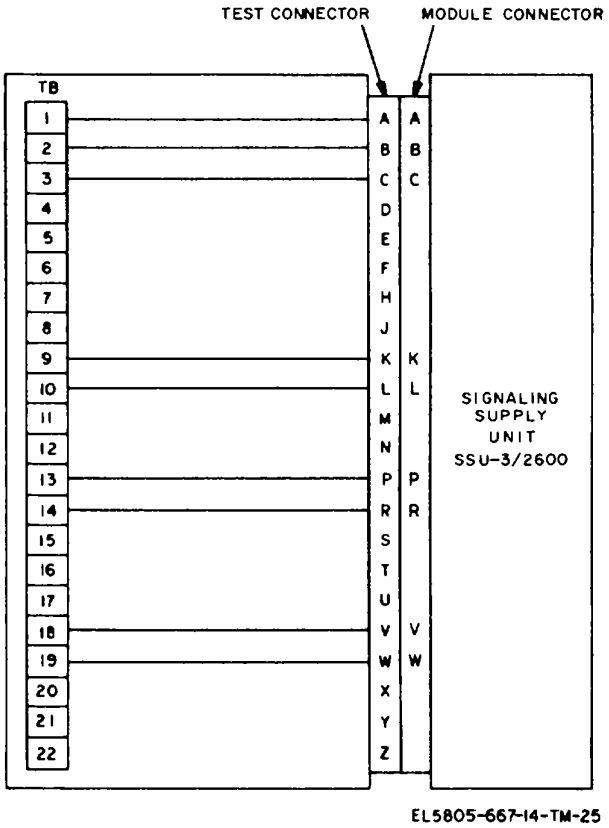
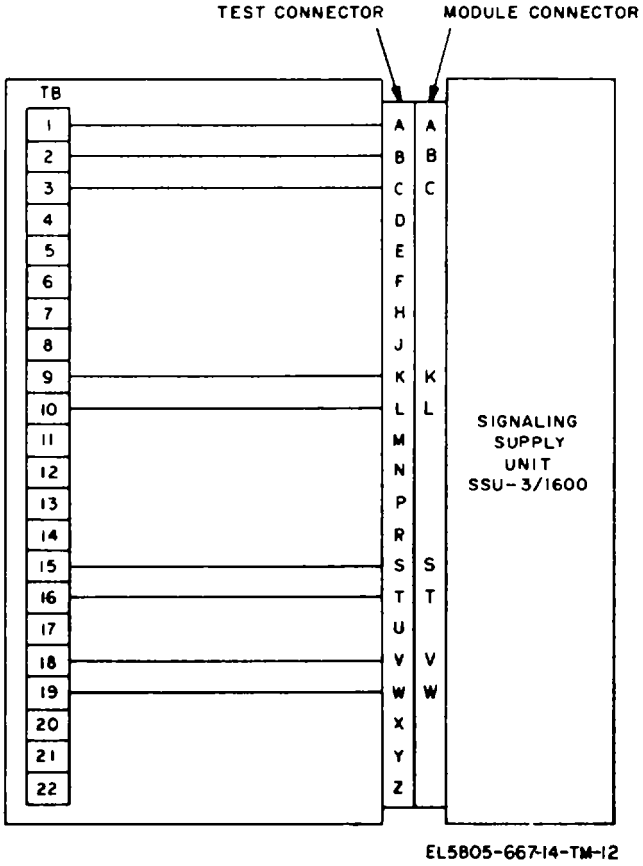
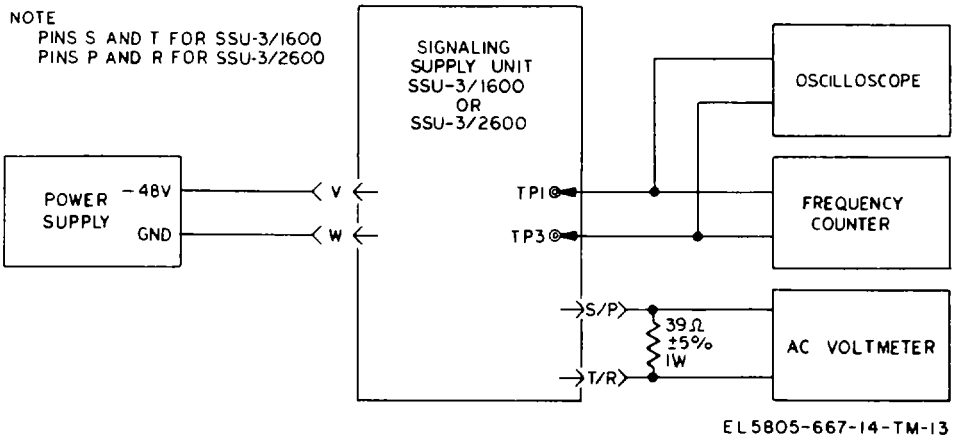
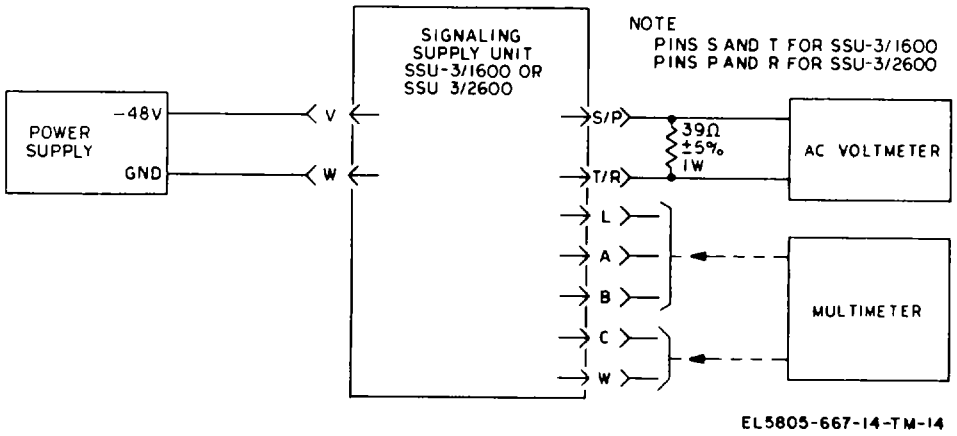

Figure 5-3. SSU-3/2600 test connector, wiring connections
Figure 5-4. SSU-3/1600 test connector, wiring connections.
Figure 5-5. SSU oscillator frequency performance test, bench test setup.
Figure 5-6. SSU oscillator alarm performance test, bench rest setup.
(1) Connector, 22 pin
(2) Counter, Electronic Digital CP-772/U.
(3) Oscilloscope AN/USM-281C.
(4) Power Supply PP-6547/U.
(5) Resistor, 39 ohms +5 %, 1 w.
(6) Terminal board, 22 terminals.
(7) Tool Kit, Electronic Equipment TK105/G.
(8) Voltmeter, Electronic AN/USM-265
b. Test Connections and Conditions. Fabricate test connector layout, wired to a test terminal board as shown in figure 5-3 for SSU-3/2600, or figure 5-4 for SSU-3/1600. Connect bench test setup as shown m figure 5-5.
(2) Multimeter AN/USM-223
(3) Power Supply PP-6547/U
(4) Resistor, 39 ohms, ±5 %, 1 w.
(5) Terminal board, 22 terminal
(6) Tool Kit, Electronic Equipment TK-105/G.
(7) Voltmeter Electronic AN/USM-265.
b. Test Connections and Conditions Fabricate test connector layout wired to a test terminal board as shown in figure 5-3 for SSU-3/2600, or figure 5-4 for SSU-3/1600. Connect bench test setup as shown in figure 5-6.